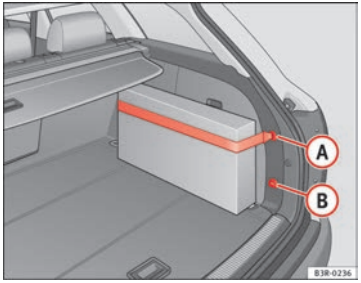

Fig. 119 Retaining strap attached to right-hand side lining
– Hook the retaining strap into housing (A) or (B) ⇒ fig. 119.